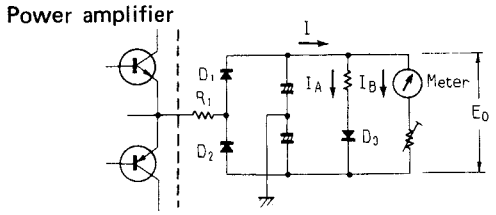

Fig. 3 Meter drive circuit
The output signal of the power amplifier is passed through R_1 and full-wave rectified by D_1 and D_2 to a DC voltage (Eo) corresponding to the signal level (Fig. 3). When the output signal of the power amplifier is small, and Eo ≤ V_F, (D_3 forward voltage ≒ 0.6V), the forward resistance of D_3 becomes high and current (I) becomes I ≒ I_B. When the output signal of the power amplifier is large, and $E_O > V_F$, the forward resistance of D_3 becomes low, and current (I) becomes $I = I_A + I_B$.